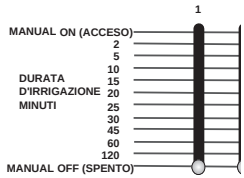

FIGURE 13: Duration Slide Switch Set to Manual Off
- Turn off any individual station or stations by moving the watering duration slide switch to the **MANUAL OFF** position (fully down). **[See Figure 13.]**